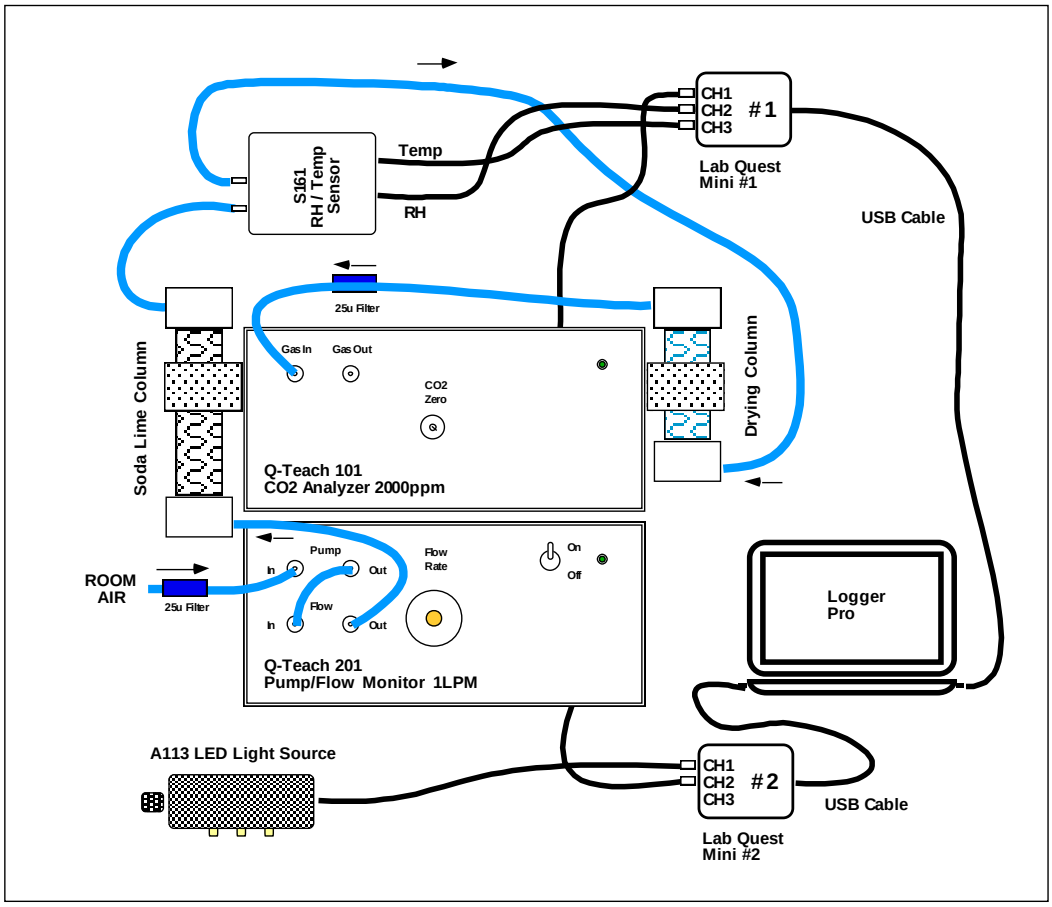

Figure 1: Setup of Q-teach Plant CO_2 Package for zero CO2 check
10. After the CO_2 analyzer has warmed up and the flow rate has been set, check the zero by connecting the soda lime column (long white column) to the Flow "Out" port of the **Q-teach 201** Pump/Flow Monitor and the other end to the S161 RH/Temp sensor (as shown on Figure 1 on pg. 7). This will deliver the scrubbed room air to the CO_2 analyzer after it passes through the **S161** sensor. Observe the CO_2 signal in the software drop to zero. When the reading stabilizes, if it is not at zero adjust the "CO_2 Zero" screw on the analyzer with the screwdriver provided in the kit as described above in the manual on pg. 7). Briefly turn the "CO_2 Zero" screw clockwise to increase the reading and anticlockwise to reduce the reading.